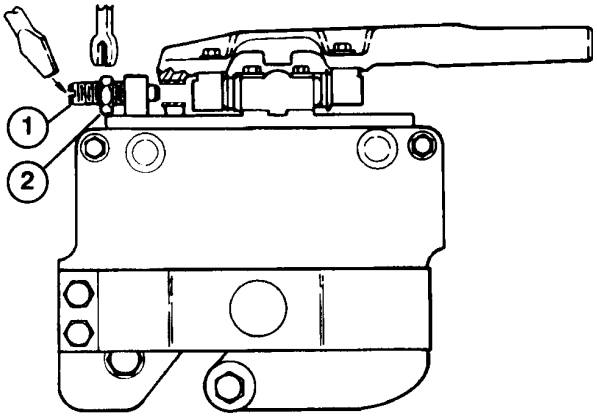
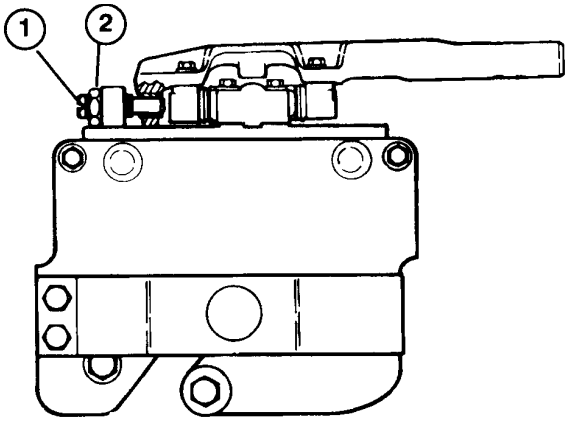

Bild 2
Bild 3
arretieren(Bild 2), dann den Stift in das Loch im Gelenkarm (Bild 3) einschrauben. Die Mutter festziehen. Die vordere Walze so anheben, daß sie keinen Kontakt mit der flachen Oberfläche hat.
- Den Sperrstift lockern, um das Schnittwerk frei schweben zu lassen (Bild 2).